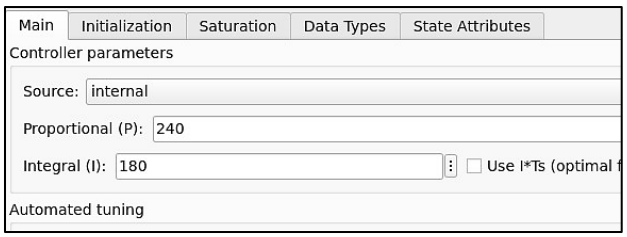

Figure 6
3. Double-click the PID controller and change the values, as shown in Figure 6. Remember to select PI from the controller as we don't need the D term because we don't need a quick response (Usually, the D term refers to rapid changes) as the sun moves across the sky at a considerably low speed. It can be changed as we want to tune up the controller.